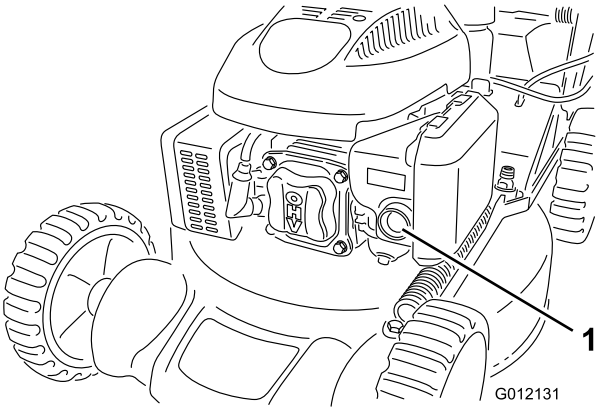

Figuur 11
1. Druk met uw duim de hulpstarter 3 keer krachtig in. Houd hierbij telkens de hulpstarter één seconde ingedrukt voordat u deze loslaat (Figuur 11).